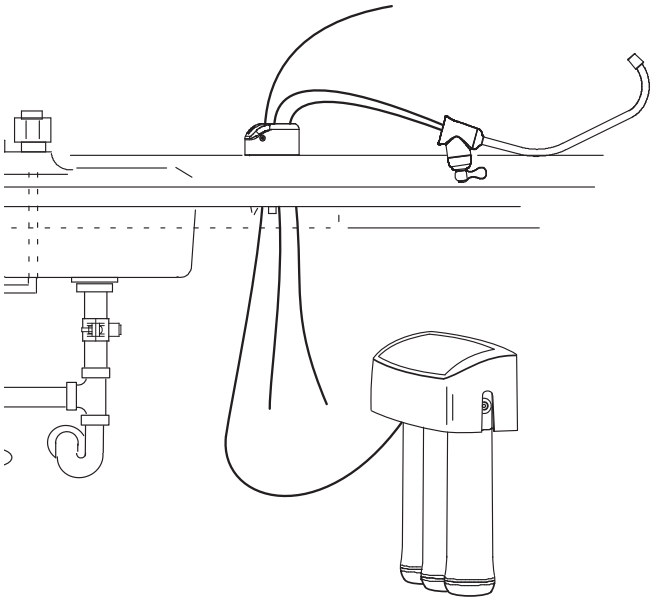

FIG. 14
4. Ubique el cuerpo del grifo. (Los tubos negro y azul ya están conectados al grifo.) Inserte estos tubos en el orificio del fregadero hasta aproximadamente 30 cm (1 pie) de tramo de tubo y el cuerpo del grifo queden sobre la superficie de la encimera. No doble los tubos en el proceso. Vea la Fig. 14.